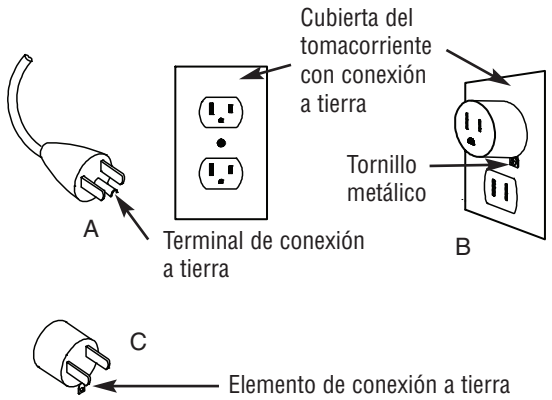

Figura 3
10. Este modelo tiene un enchufe de conexión a tierra de tres patas (vea la Figura 3). Siempre se conecte en un tomacorriente conectado a tierra apropiadamente.
3. Este calefactor es para utilizar con una tensión de 120 volts. El cordón tiene un enchufe como se muestra en A (Figura 3). Puede utilizarse un adaptador como se muestra en C para conectar enchufes de tres láminas, con conexión a tierra, a tomacorrientes de dos ranuras. El terminal de puesta a tierra de color verde que se extiende desde el adaptador debe conectarse a una tierra permanente, como la de un tomacorriente con una conexión a tierra adecuada. El adaptador no debe utilizarse si se dispone de un tomacorriente de tres ranuras con conexión a tierra.